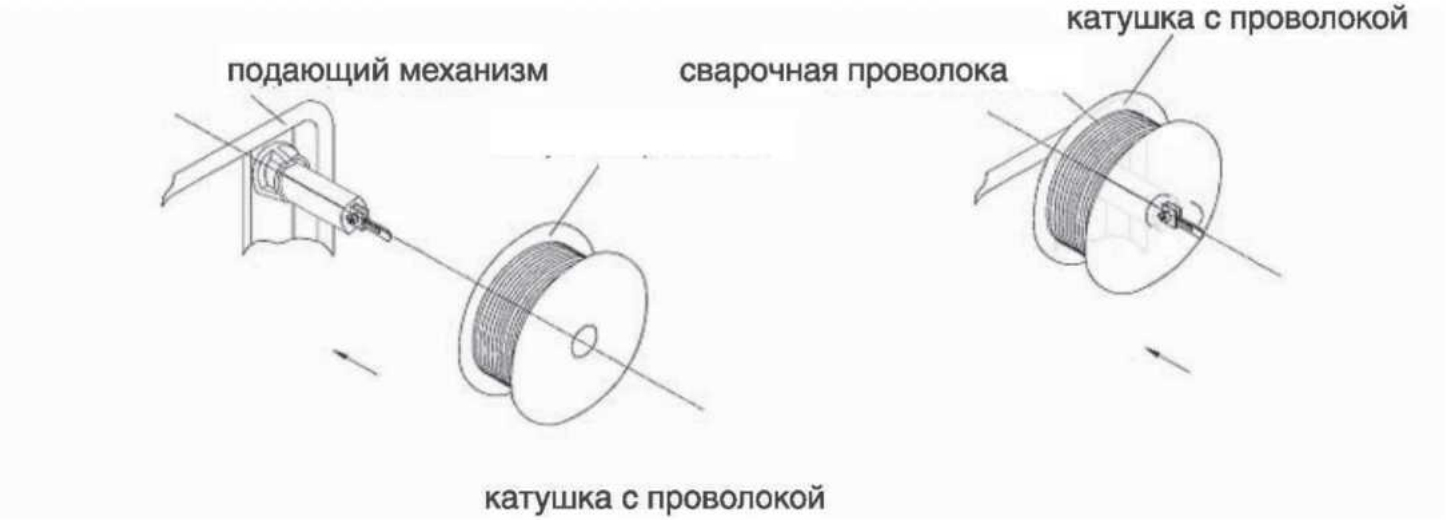

**Рис. 5.3. Установка кассеты со сварочной проволокой**
5.4 Проверьте наличие заземления стола сварщика. Установите кассету с проволокой на вал подающего механизма согласно рис. 5.3.
5.6. Заправьте проволоку через подающий механизм (см. рис.5.3) в горелку, для чего: